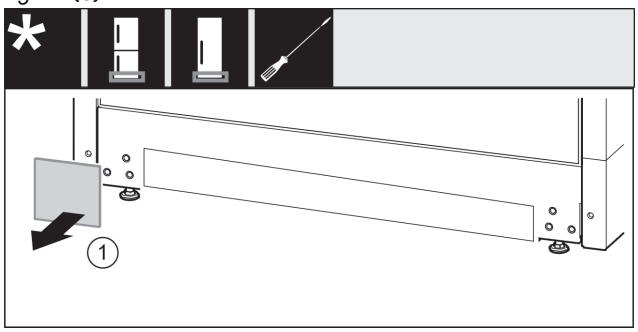

Fig. 15
- ▶ Abdeckung abnehmen. *Fig. 15 (1)*